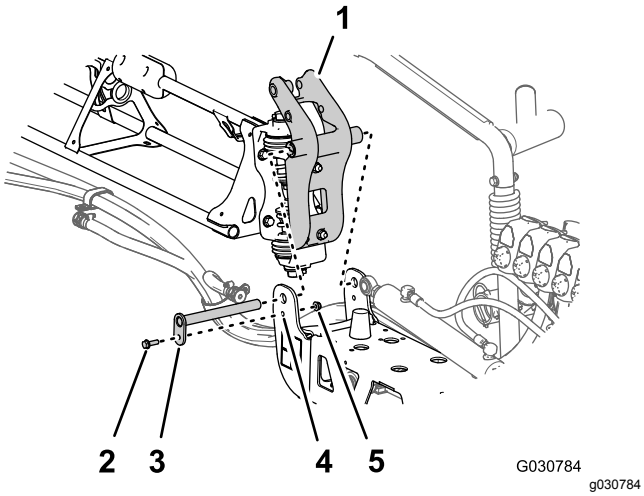

Figur 135
3. Rikta in bussningarna i svängkopplingen med hålen i flänsarna på tappfästet i änden av centersprutrampssektionen (Figur 135).